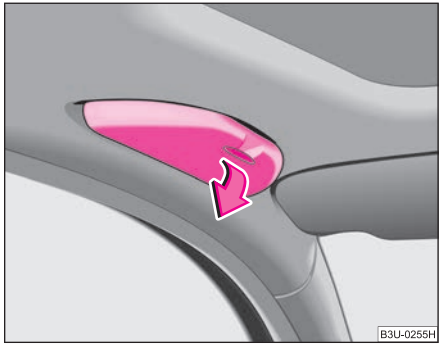

Fig. 98 Stowage compartment for spectacles
– The storage compartment is opened by folding it out in the direction of the arrow ⇒ fig. 98.